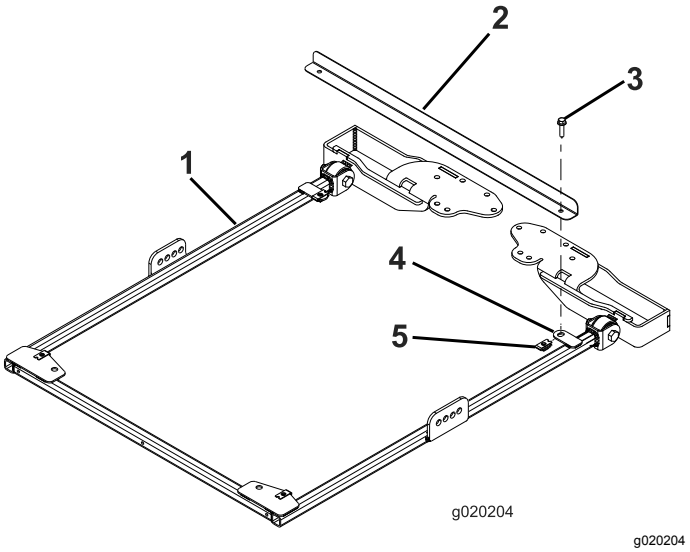

Figure 34
1. To properly align the frame, attach the frame-alignment bar to the mounting tabs on the rear of the sunshade frame with 2 flange-head bolts (5/16 x 1-1/4 inches) as shown in Figure 34.